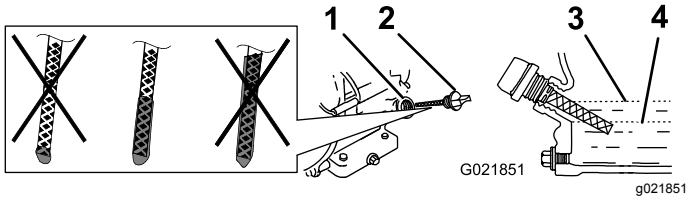

Рисунок 10
4. Очистите поверхность вокруг масломерного щупа (Рисунок 10), чтобы загрязнения не попали в заливное отверстие и не вызвали повреждение двигателя.
6. Вставьте щуп до упора в заливное отверстие, но **не заворачивайте его** (Рисунок 10).
7. Снова извлеките щуп и посмотрите на его конец. Если уровень масла в двигателе низкий, медленно долейте в заливное отверстие только такой объем масла, чтобы поднять уровень до метки Full (Полный) на щупе (Рисунок 10).